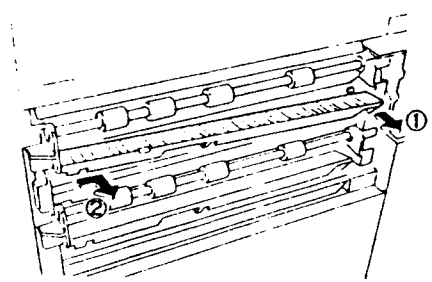

Рис. 3
5. (Рис. 3) Снимите желоб.
①. Снимите желоб со штырьков, нажав на него сзади.
②. Сдвиньте желоб назад и снимите его.